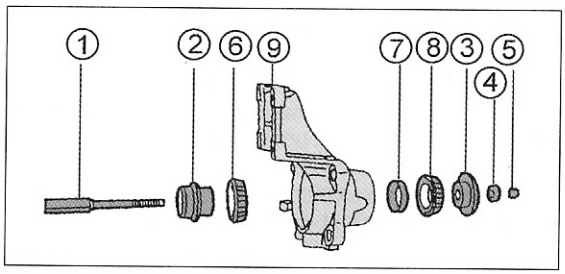
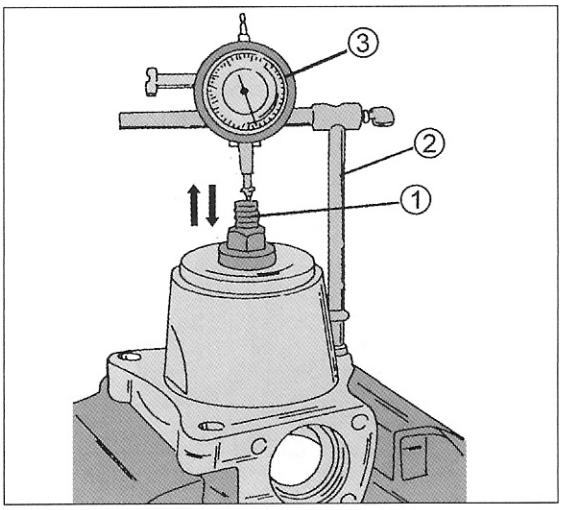
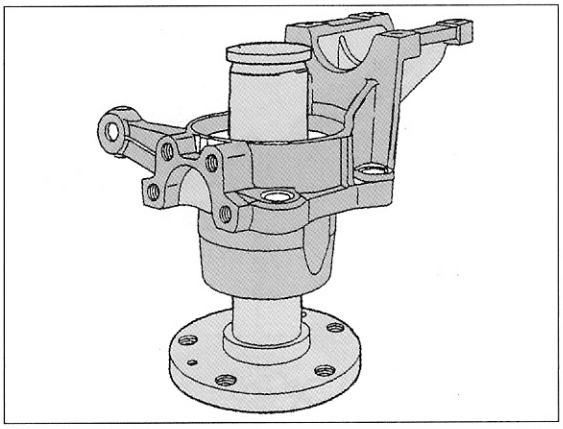

Bild 231
Bild 232
Bild 233
Beim Zusammenbau des Achsschenkels folgendermaßen vorgehen. Beschrieben wird die Benutzung des Spezialwerkzeuges. Der Beschreibung wird man entnehmen können, wie man sich ohne dieses helfen kann. Bild 231 zeigt die zu montierenden Teile:
- In die Innenseite des Achsschenkels das gut eingefettete Lager (6) in Bild 231 einsetzen und vollkommen einschlagen. Der Führungseinsatz (2) und der Dorn (1) werden dazu verwendet.
- In die Außenseite des Achsschenkels das Lagerabstandsstück 7) einsetzen und das gut eingeschmierte innere Radlager (8) auf der anderen Seite einsetzen. Die beiden Einsätze (3) und (4) in die Öffnung einsetzen. Die Mutter (5) auf den Dorn (1) aufschrauben und mit 10 Nm anziehen.
- Den Achsschenkel wie in Bild 232 gezeigt in einen Schraubstock einspannen und den Messstift der Messuhr vorspannen und auf Null stellen.
- Die herausstehende Schraube (1) erfassen und auf- und abbewegen, während die Anzeige an der Messuhr abgelesen wird. Die Anzeige muss zwischen 0,02 und 0,10 mm liegen.
- Falls das Spiel nicht innerhalb der angegebenen Werte liegt, muss der Lagerabstandsring (7) in Bild 231 in seiner Stärke erhöht oder verringert werden. Ringe stehen in verschiedenen Stärken von 21,29 bis 21,97 mm in Steigungen von je 0,04 mm zur Verfügung.
- Das Lager (8) in Bild 231 gut einfetten und einsetzen. Den Dichtring bündig in die Außenseite des Achsschenkels einschlagen.
- Den Achsschenkel auf die mit dem Flansch aufgesetzte Radnabe aufstecken und das Lager mit dem Achsschenkel auf die Radnabe aufschlagen. Zum Aufschlagen wird ein Rohrstück benutzt, welches auf den Innenring des Lagers aufsitzt. Das Lager aufschlagen, bis es fest aufsitzt. Wie der Achsschenkel auf die Radnabe aufgepresst wird, kann man in Bild 233 sehen.
- Den inneren Lagerlaufring der Lagereinheit (6) in Bild 231 einsetzen (gut mit 50 g Lagerfett eingefettet) und mit einem Rohrstück geeigneter Größe aufschlagen. Die Radnabeneinheit verbleibt weiterhin in der in Bild 233 gezeigten Stellung. Einen neuen Dichtring einfetten und bündig in die Innenseite des Achsschenkels einschlagen.